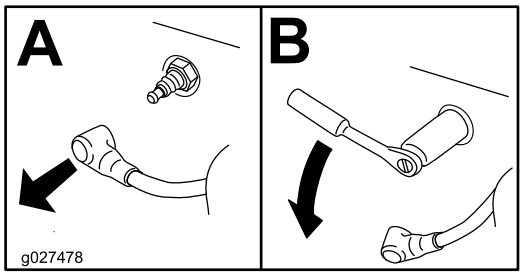

Figuur 39
3. Verwijder de bougie (Figuur 39).